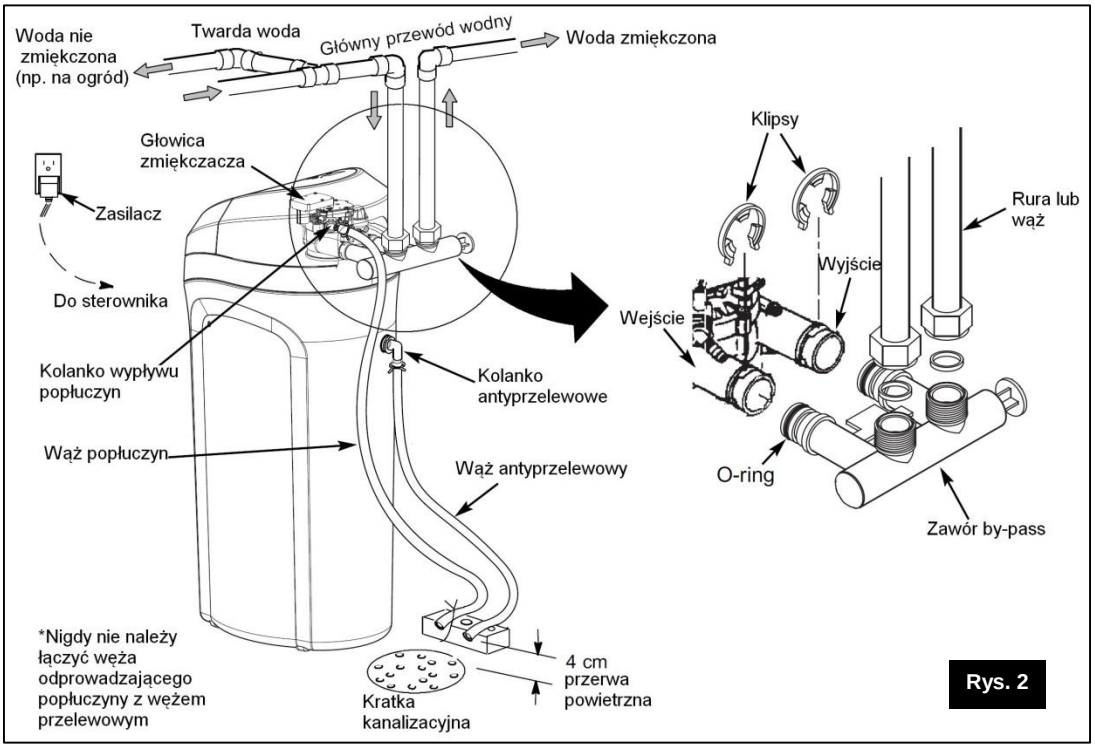

Rys. 2
- W celu podłączenia instalacji odprowadzania popłuczyn z urządzenia, należy użyć dostarczonego razem z urządzeniem węża. Jeden jego koniec nasunąć na króciec wylotowy popłuczyn, znajdujący się w tylnej części głowicy sterującej, drugi umieścić w studzience kanalizacyjnej (rys. 2). Między końcówką węża, a ujściem ściekowym musi być min. 4 cm przerwy. Zapobiegnie to możliwości zassania nieczystości przez urządzenie.
- kauczukową złączkę umieścić w otworze zbiornika solanki (od tyłu) tak, aby jej część znajdowała się wewnątrz, a część na zewnątrz zbiornika (rys. 2).